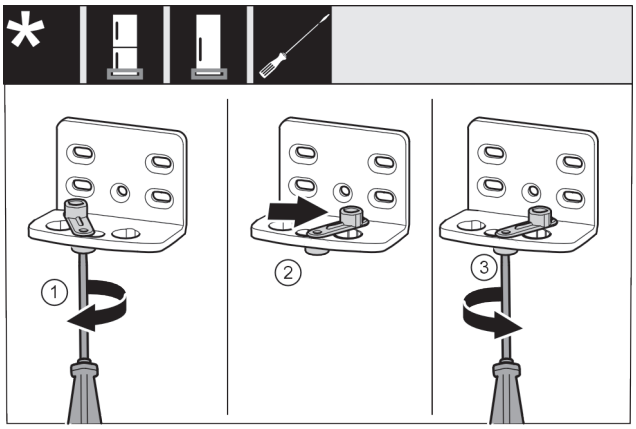

Fig. 13
- ▶ Отпустите винт *Fig. 13 (1)* отверткой.
- ▶ Приподнимите фиксатор двери *Fig. 13 (2)* и, повернув на 90° вправо, вставьте в отверстие.
- ▶ Затяните винт *Fig. 13 (3)* отверткой.